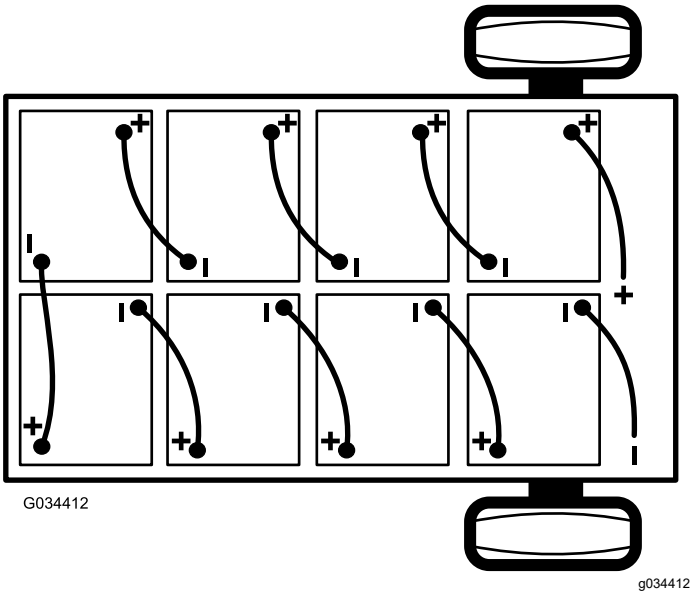

Figur 41
2. Lossa huvudminuskabeln (svart) som ansluter gruppen av batterier till maskinens jordningspunkt (Figur 41).
3. Lossa huvudpluskabeln (röd) som ansluter gruppen av batterier till maskinens huvudkontakt (Figur 41).
Obs: Var noga med att vända polerna åt rätt håll när du sätter i de nya batterierna (Figur 41).
6. Koppla ihop batterierna enligt Figur 41 med de sammankopplande kablarna som du tog bort i steg 1.
2. Anslut huvudpluskabeln (röd) till batterigruppen och maskinen (Figur 41).
3. Anslut huvudminuskabeln (svart) till batterigruppen och maskinen (Figur 41).